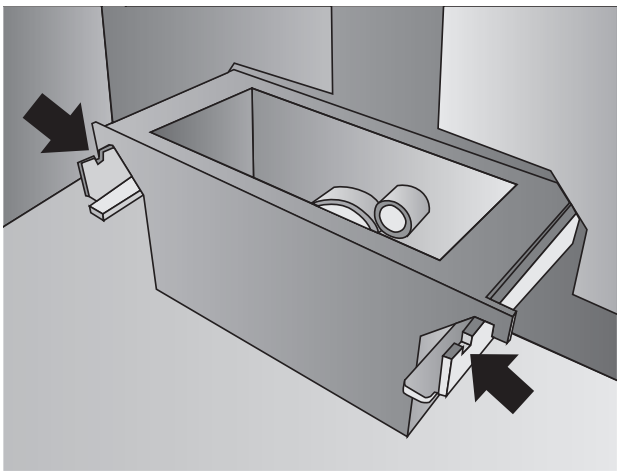
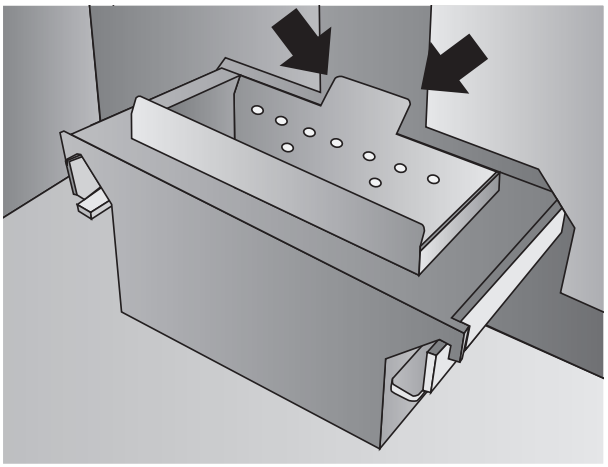

Fig. 10: inserimento porta braciere
Fig. 11: inserção do braseiro
N.B.: Ao inserir o suporte do braseiro, preste muita atenção para que seja inserido no retentor apropriado colocado nos suportes de apoio (Fig. 10). O braseiro deve ser inserido com a lingueta de queda dos pellets (Fig. 11) no sentido do interior da câmara de combustão.